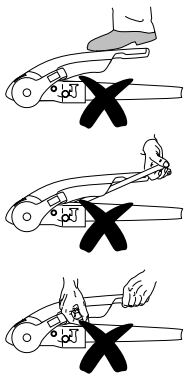

Fig 6
2) Press stabiliser lever down by hand force only DO NOT use your foot or an extension bar, this will damage the components (Fig. 6).
3) When opening or closing the stabiliser lever, please ensure your hand does not touch the coupling handle **-** you may accidentally trap your fingers! (Fig. 6).